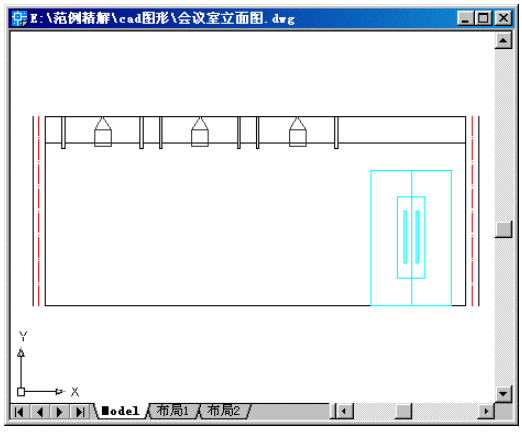

图 5-21　生成其他灯具
18. 用【Array】命令或【Copy】命令生成其他灯具，复制后的效果如图 5-21 所示。